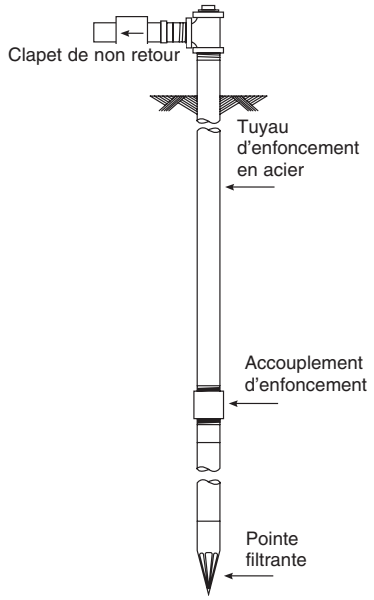

Figure 6 – Installation sur une pointe filtrante
1. Raccorder le tuyau d'aspiration sur la pointe filtrante, comme il est illustré à la Figure 6. Garder le tuyau horizontal aussi court que possible. Utiliser du ruban d'étanchéité en téflon sur tous les filets mâles. Il faudra peut-être utiliser plusieurs pointes filtrantes pour que la pompe soit suffisamment alimentée en eau.
2. Dans le cas d'une pointe filtrante, et pour faciliter l'amorçage de la pompe, poser un clapet de non retour en ligne, comme il est illustré à la Figure 6. S'assurer que la flèche du clapet de non retour est orientée vers la pompe.
NOTA : Si l'on doit utiliser une grande longueur de tuyau horizontal, poser un té d'amorçage entre le clapet de non retour et la tête du puits, comme il est illustré à la Figure 6. Dans le cas des installations sur des pointes filtrantes, poser un clapet de non retour comme il est illustré à la Figure 6. S'assurer que la flèche indiquant le débit du clapet de non retour est orientée **vers** la pompe.